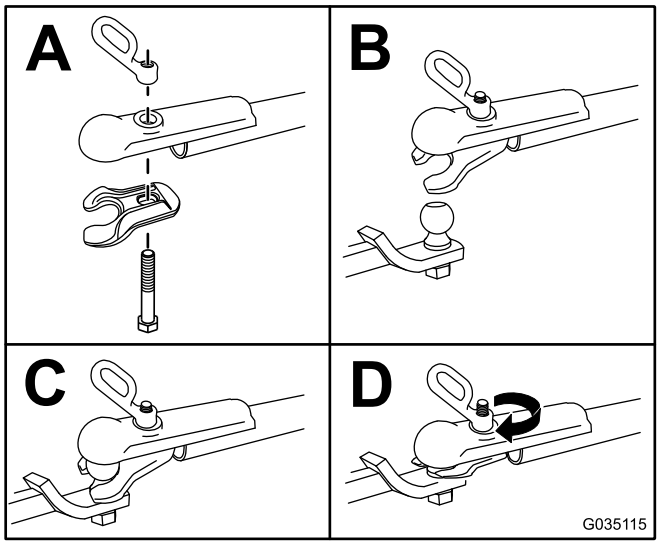

Figura 23
3. Instale el enganche en la máquina como se muestra en Figura 23.